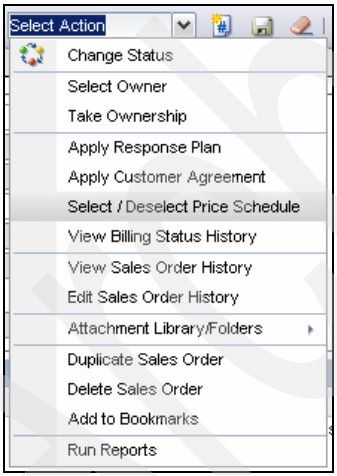

Figure 12-29 Select / Deselect Price Schedule
17. Save the sales order, and select **Action** → **Select Deselect Price Schedule**, as shown in Figure 12-29.